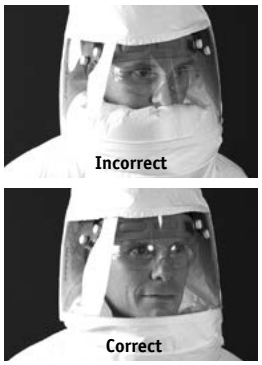

図 28
6. 必ず、ネックカフが顎の下になり、カフの空気排出口 (図27を参照) が制限されないようにします。ネックカフが顎の下になっていない場合は、次の手順に移る前に、引っ張って下に下げます (図28を参照)。
6. 必ず、ネックカフが顎の下になり、カフの空気排出口が制限されていないことを確認します。ネックカフ (図27を参照) が顎の下になっていない場合は、次の手順に移る前に、引っ張って下に下げます (図28を参照)。